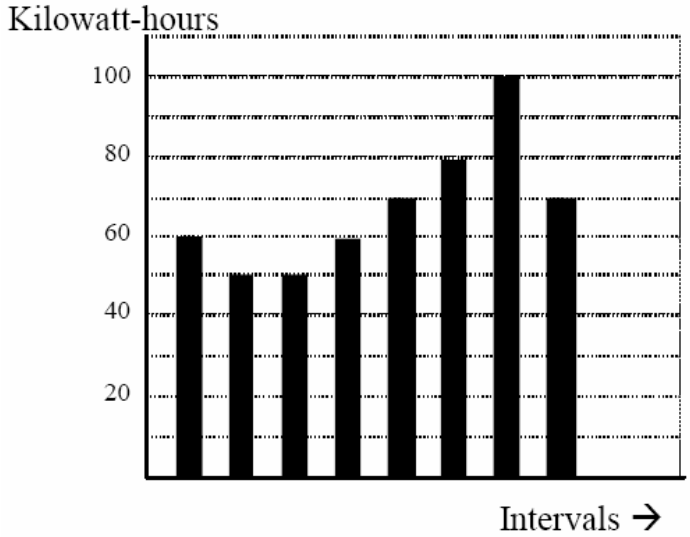

图 1.8：电能和需量
- 图 1.8 为电能和需量的另一个举例，图中每个条代表 15 分钟内消耗的电能，每个时段的电能值一般在 50-70kWh 的范围内，但是第 7 个时段的电能急升至 100kWh 的峰值，这就产生了一个很高的需量值。因为需量值等于每时段电能读数的 4 倍，所以时段 1 对应的需量值是 240kWh/hr，时段 7 对应的需量值是 400kWh/hr。图中的数据是需量的峰值，也是收费单上的数。